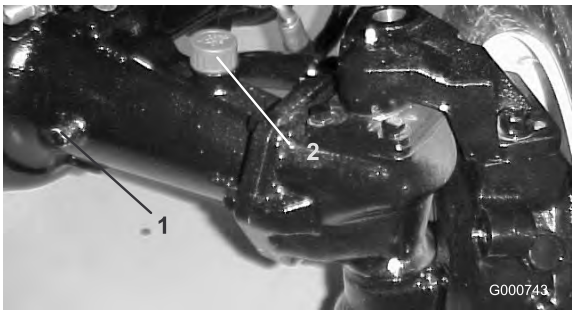

Bild 56
2. Nehmen Sie eine Prüfschraube (Bild 56) von einem Achsenende ab und vergewissern Sie sich, dass das Schmiermittel bis zur Unterkante des Lochs steht. Entfernen Sie bei niedrigem Ölstand die Füllschraube (Bild 56) und füllen genug Öl ein, um den Stand bis an die Unterseite der Prüfschraubenöffnungen anzuheben.